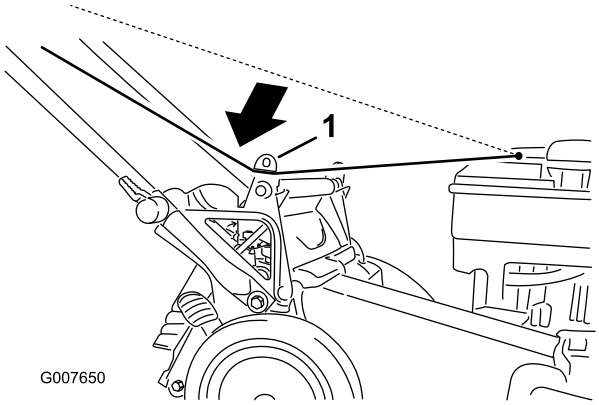

Figur 20
1. Før startsnoren rundt den nedre snorføreren (Figur 20).